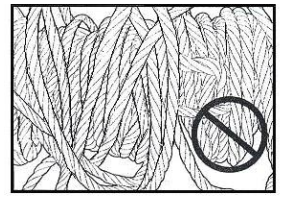

Рис.6
7.9. Перед тем, как начать работу, проверьте, правильно ли намотан трос на катушку. Трос должен быть намотан ровно, виток к витку. Хаотичная намотка троса на барабан не допускается см. рис.6